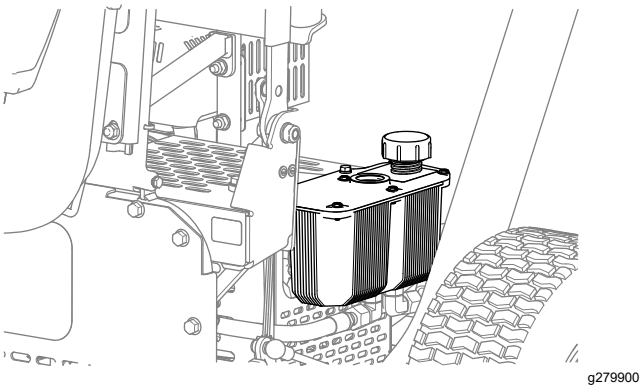

**Figur 38**
2. Skruva av hydraultanklocket (Figur 38).
4. Montera tanklocket (Figur 38).